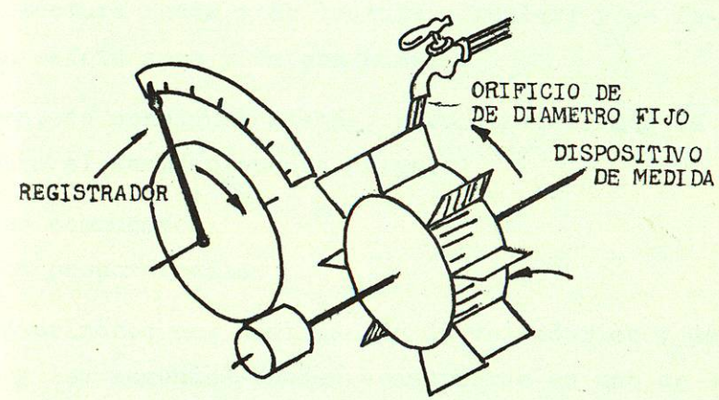

Figura 2.3
b) El de "Medida inferencial" según el cual el consumo puede deducirse del número de revoluciones que dé una turbina accionada por el flujo del agua que se está aforando. Se llama inferencial porque el consumo se "infiere" registrando el número de revoluciones de una turbina. Debido a que las revoluciones de la rueda son proporcionales a la velocidad del agua, este dispositivo se denomina también de velocidad. La figura 2.3 da una idea del principio inferencial.